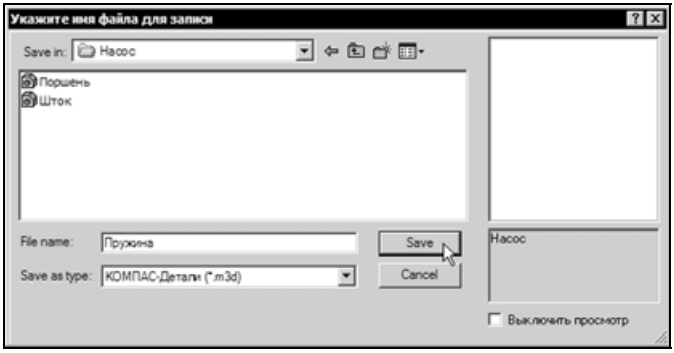

Рис. 8.30
- После вызова команды на экране появляется стандартный диалог сохранения файлов — сохраните новую деталь в папке Насос под именем Пружина (рис. 8.30).